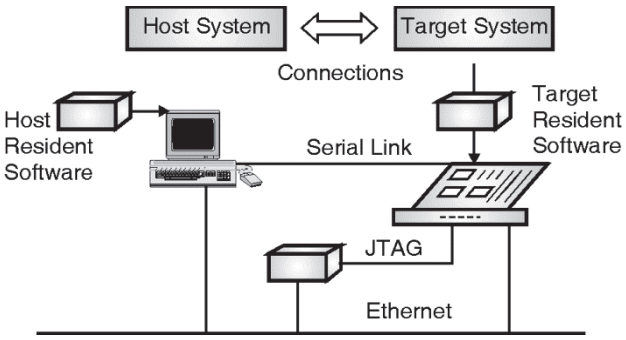

Fig. 4.3.1 : Embedded software development system
- Only after the program has been written, compiled, linked an Hex file is generated. Hex file is then dumped into the program memory of embedded system called as target system via ethernet or serial link. Fig. 4.3.1 shows embedded software development system.